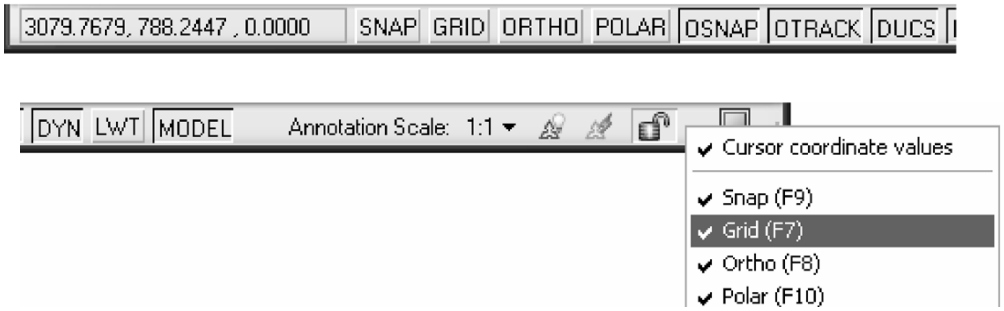

Fig. 1.5 Linia de stare.
- linia de stare (**Status Bar**) prezentată în fig.1.5, care afişează coordonatele cursorului şi conţine o serie de butoane prin care se poate modifica starea sistemului: modurile snap, ortho, afişarea reţelei (grid) sau a grosimii de linie etc; de asemenea, pe linia de stare sunt afişate instrumente pentru scalarea adnotărilor, iar din meniul liniei de stare se pot alege butoanele afişate;